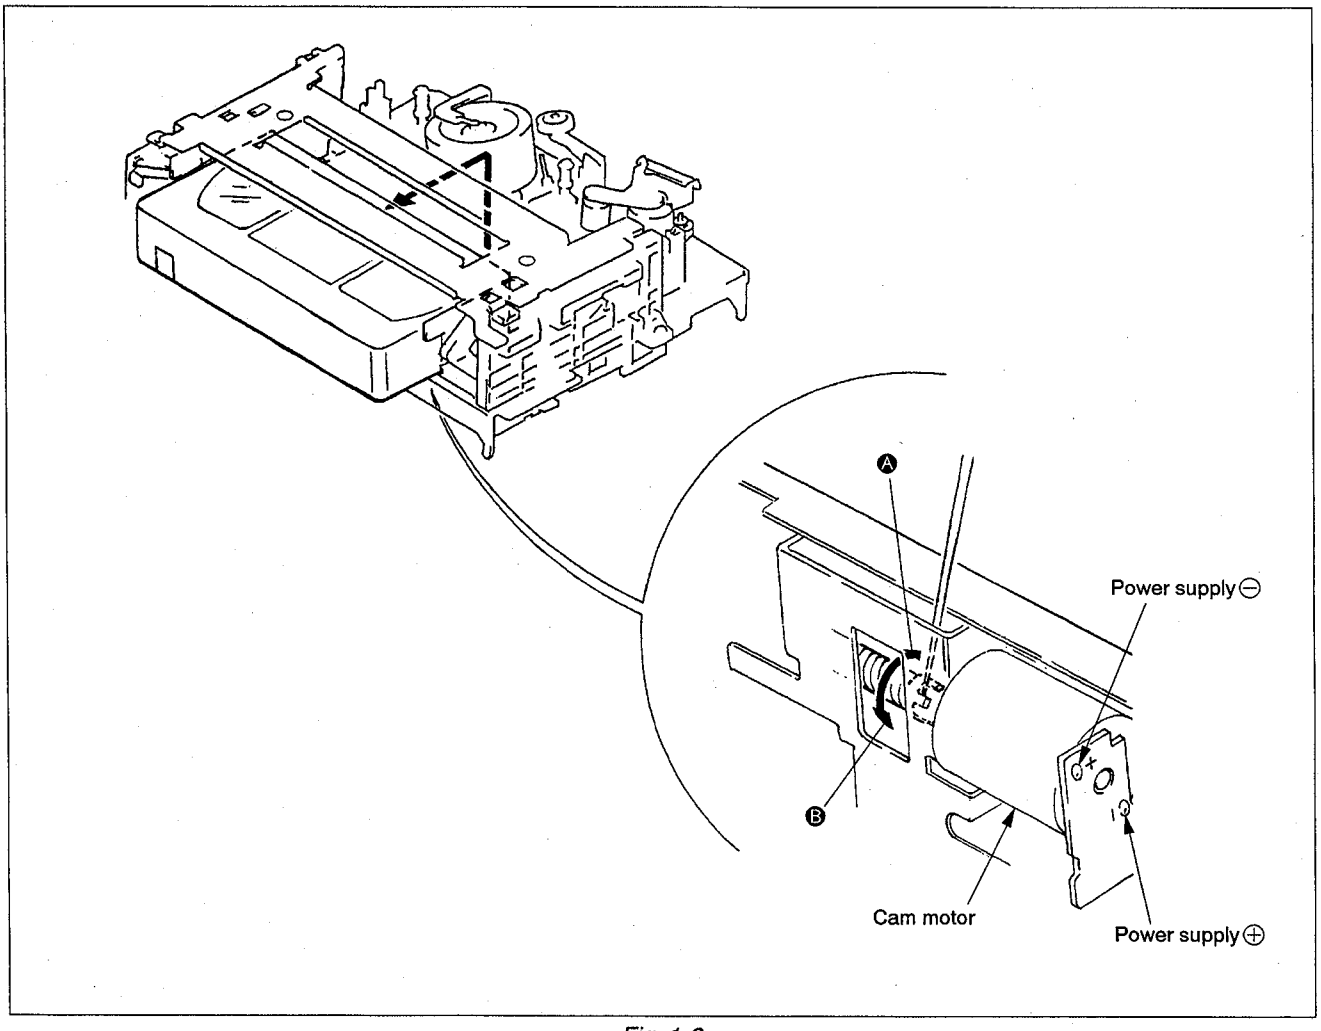

Fig. 1-2
1-2. UNLOADING AND UNTHREADING PROCEDURE WHEN THE POWER TURNS OFF (Figs. 1-2 and 1-3)
4) Check that tape is not loosened completely, and apply approx. +9 V (300 mA) to contrary polarities of cam motor with regulated DC power supply. (Fig. 1-2)